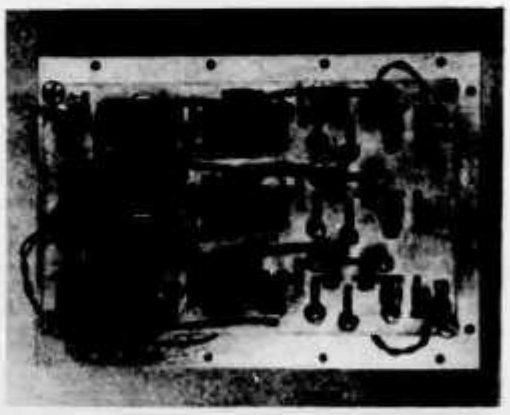

Fig. 3 — The operation of the mixer can be understood using this timing diagram and the schematic.
toggle on the succeeding low-to-high transition of its clock input. Once FF2 has changed state, its Q output, now being low, will disable output gate G2. The Q output of FF2 will be high, and with the high from the Q output of FF1, reset gate G3 will clear FF1. Subsequently, the next *f*(HI) pulse that toggles FF2 will again enable output gate G2. Because *f*(HI) is inverted through gate G1, yet delayed by an amount less than the clock-to-output propagation delay of FF2, the clock pulse which enabled output-gate G2 will have been inhibited from the output. In effect, FF1 serves only to hold each pulse of *f*(LO) until it has been recognized by FF2, then FF1 is immediately cleared. In this manner, for each clock pulse of *f*(LO), only one clock pulse of *f*(HI) is removed from the output. The timing diagram (Fig. 3) further clarifies this circuit description.